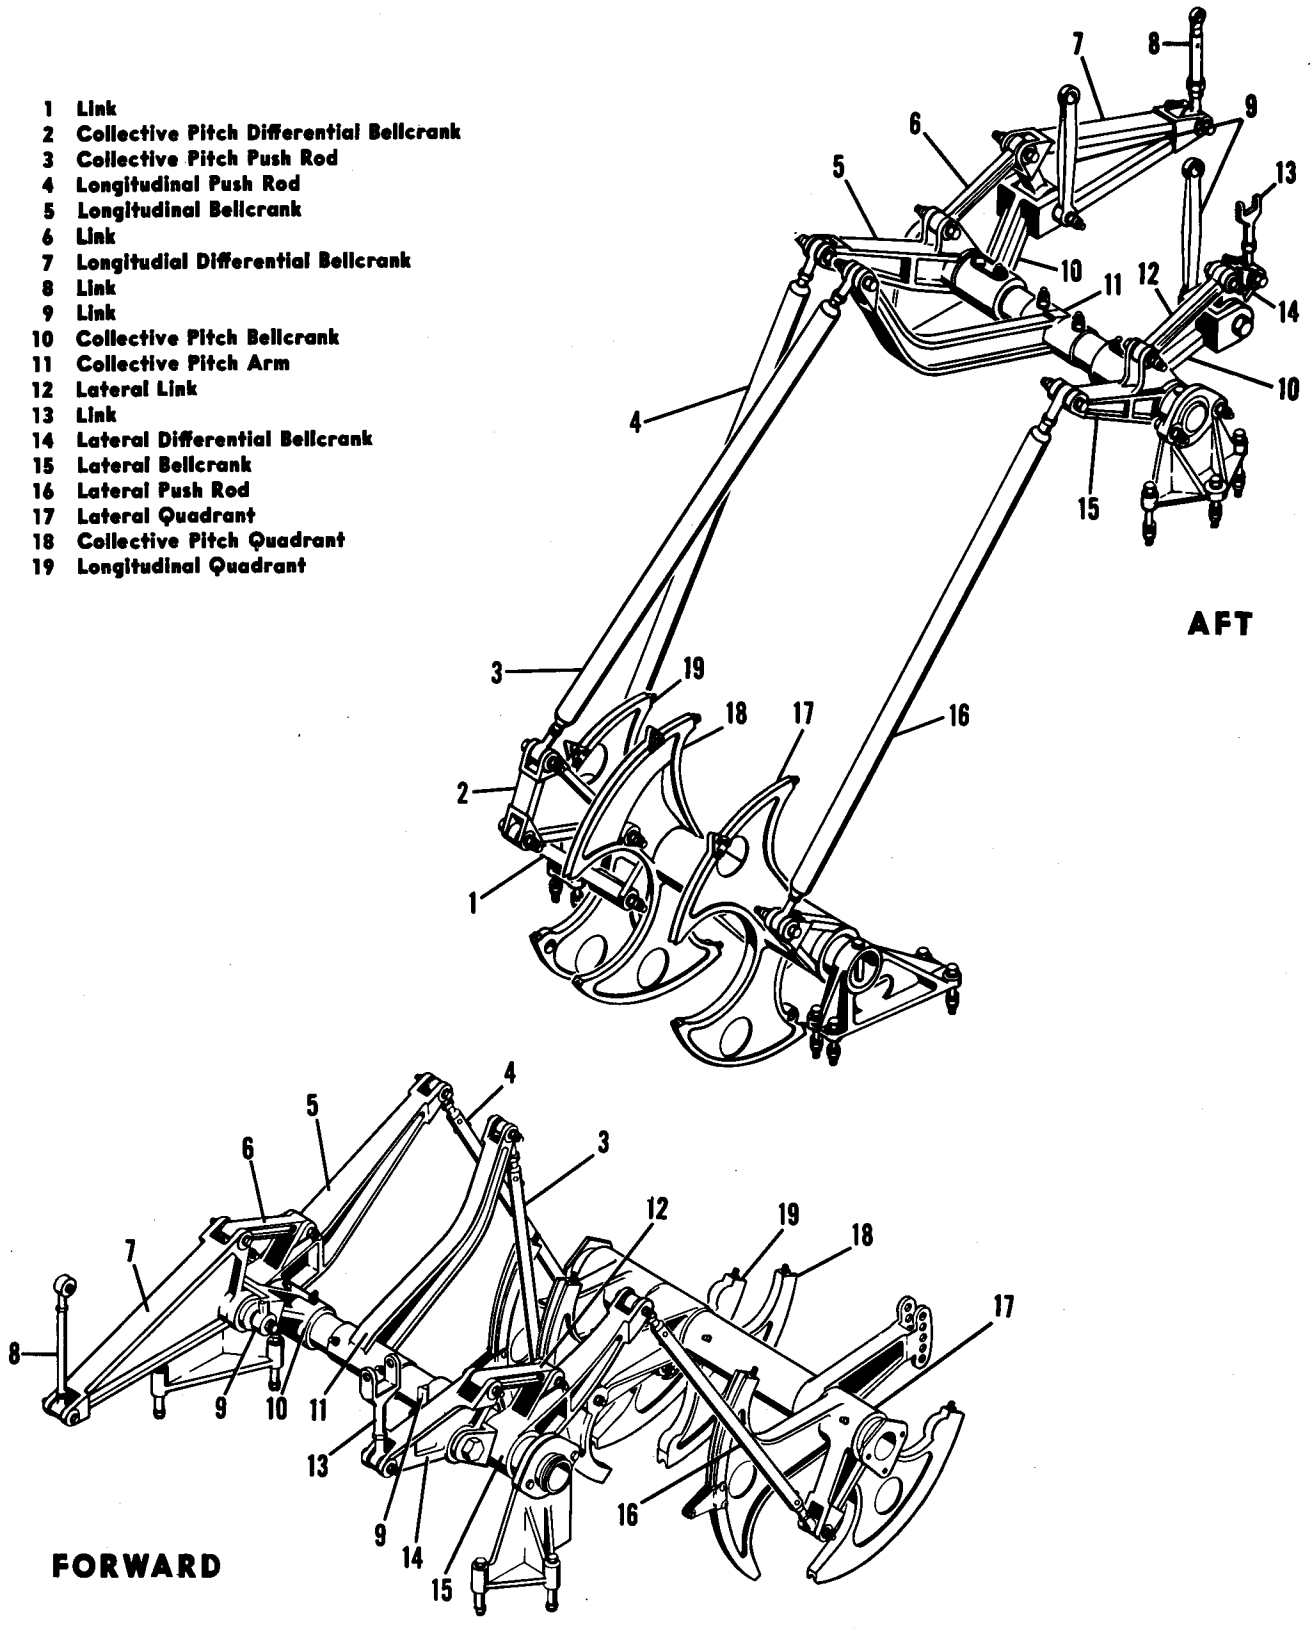

Figure 2-18. Upper Flight Controls
2-105. DESCRIPTION. (See figure 2-18.) The upper flight controls located at the forward and aft rotors transmit the movement of the control cables to the rotor control assemblies. These
2-107. *For Lateral Control,* the lateral cables rotate the lateral quadrant (17, figure 2-18) of the upper control assembly and the train of movement passes through the lateral push rod (16) to the lateral bellcrank (15) and from it through the lateral link (12) to the lateral differential bellcrank (14). This bellcrank is connected to the rotor control swash plate by a short link (13) and the transmitted movement causes the swash plate to tilt to the right or left to bank the helicopter.
2-110. REMOVAL. (See figure 2-18.) Since the forward and aft upper flight controls are similar, except the forward and aft quadrant assemblies have different type mountings, both assemblies may be removed in the same manner. Remove as follows: